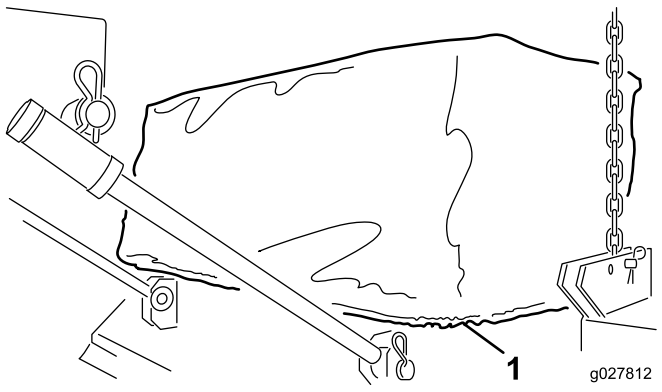

图4
4. 将帆布圈套在 Versa Vac 的边缘和滚刷盘开口上（图4）。